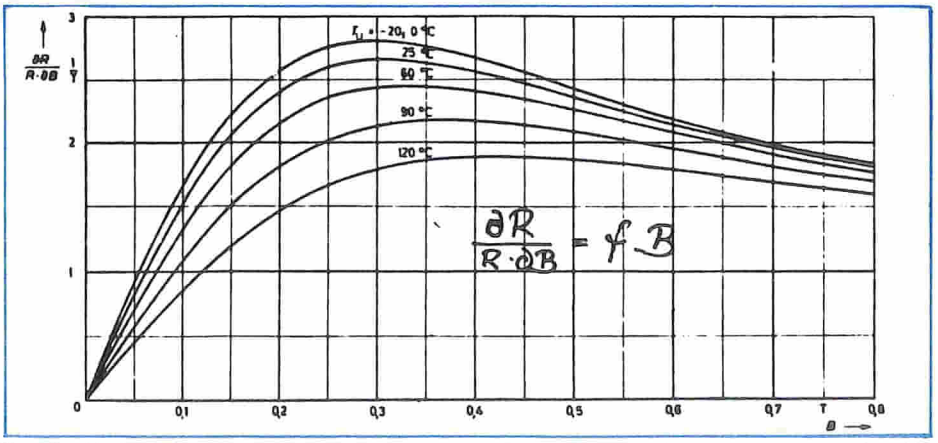

Fig. 8 - Variazione relativa di resistenza dR/RdB in funzione del campo magnetico B per diverse temperature ϑ.
Risulta così evidente l'importanza della determinazione della premagnetizzazione agli effetti dell'ampiezza del segnale e della dipendenza dalla temperatura (2). La Fig. 8 rappresenta, per il materiale L e parametricamente rispetto alla temperatura T_u, l'anda-